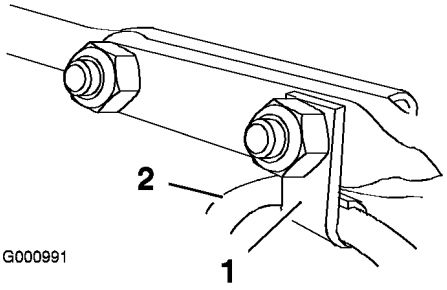

Figura 11
6. Inserite nel bullone a testa tonda anteriore l'attacco per cavo che sostiene il cavo deflettore, e fissate i bulloni a testa tonda con i dadi di bloccaggio a corredo nel sacchetto delle parti sciolte (Figura 11).